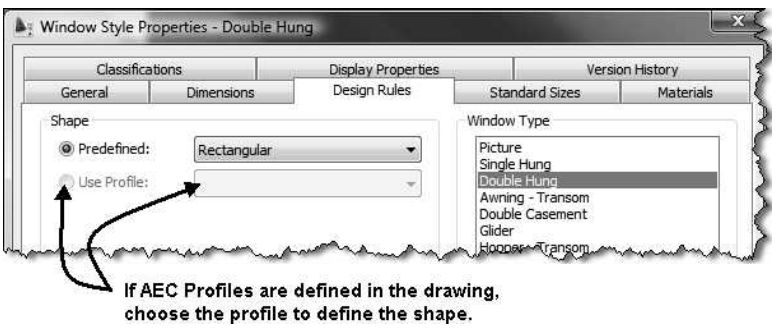

FIGURE 5.38 *Design Rules tab of a window style in the Style Manager*
7. Choose the **Design Rules** tab allows you to specify the shape and window type of the style. The Design Rules tab is shown in Figure 5.38. You can create an AEC Profile from a closed polyline, and apply the AEC Profile to define the shape of the window in the **Shape** options. The **Window Type** options define the operation of the sash for the window.